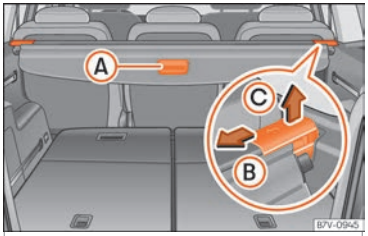

Fig. 168 In the boot: shelf of the boot.
- Pull the shelf handle ››› Fig. 168 Ⓐ a little bit backwards.
- Release the shelf in the direction of the arrow ››› Fig. 168 Ⓑ.
- Lift the shelf off in direction of the arrow ››› Fig. 168 Ⓑ.
- Release the shelf in the direction of the arrow ››› Fig. 168 Ⓑ and lift it in the direction of the arrow Ⓒ.